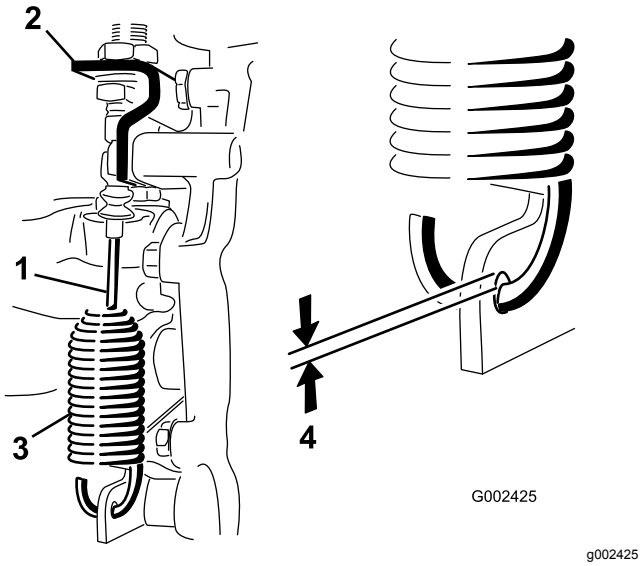

Figur 44
2. Lossa kontramuttrarna som håller fast differentiallåsvajern vid fästet på växellådan (Figur 44).